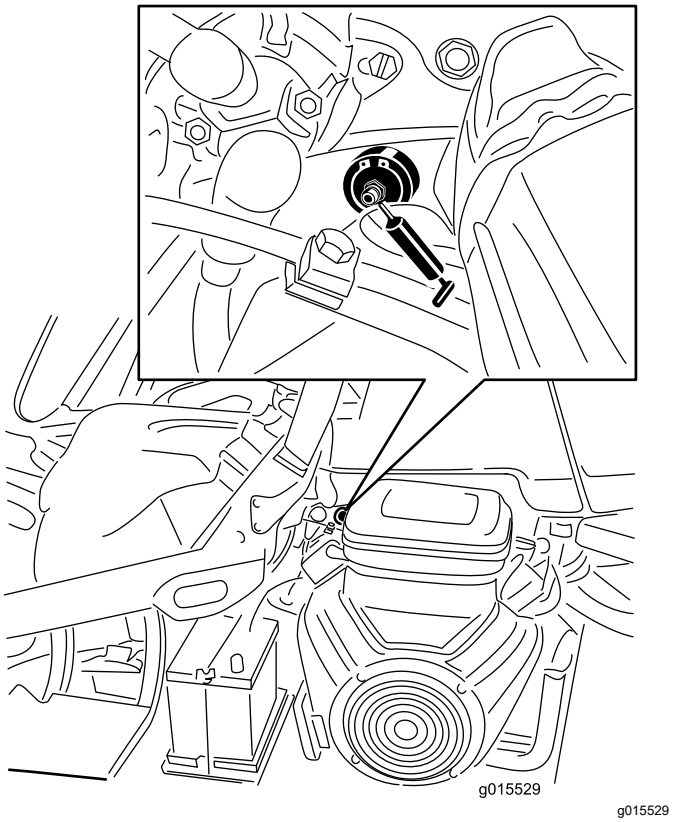

Figura 28
1. Pulite il raccordo di ingrassaggio in modo da non forzare corpi estranei all'interno del cuscinetto o della boccola (Figura 28).